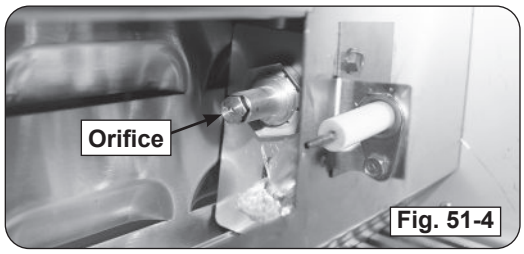

Fig. 51-4
6. Use a $^3/_8$" hex nut driver to remove the exposed orifice (Fig. 51-4). Check orifice. If needed, replace it with the correct orifice for the new gas.